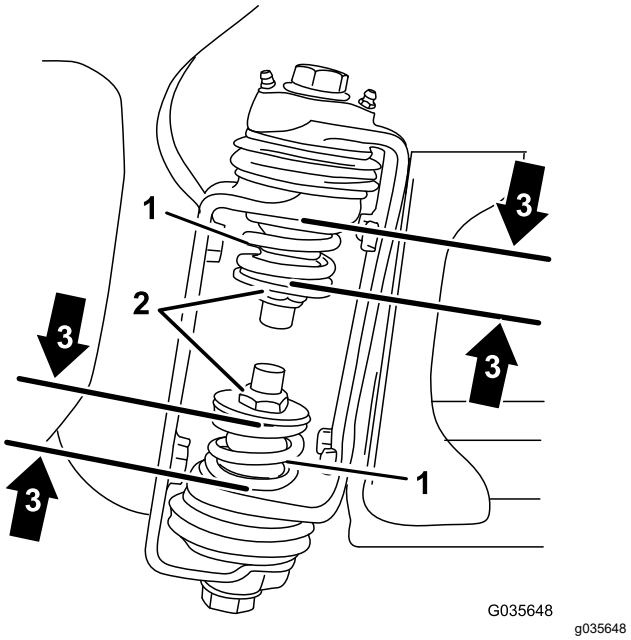

Figura 4
3. En la articulación de la sección, mida la compresión de los muelles superior e inferior, con las secciones en posición extendida (Figura 4).